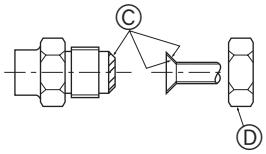

Fig. 5-6
Ⓐ (Fig. 5-6)
Ⓑ (Fig. 5-6)
5.5. Tubos de conexión (Fig. 5-6)